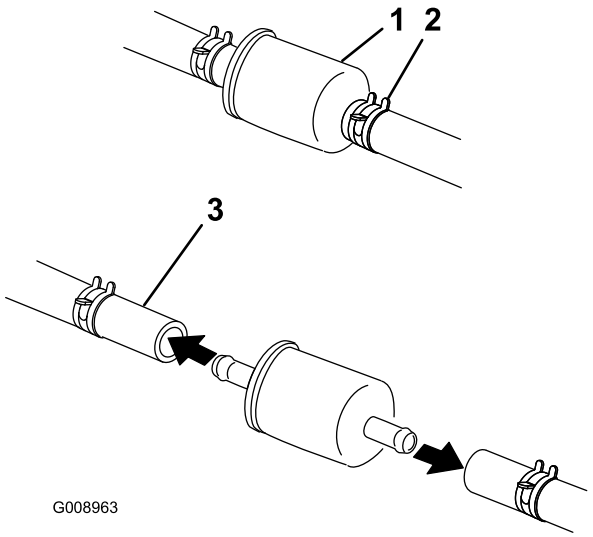

Figure 56
5. Fermez le robinet d'arrivée de carburant situé sous le siège (Figure 56).
6. Pincez les extrémités des colliers et faites glisser ceux-ci pour les éloigner du filtre (Figure 56).
8. Posez un filtre neuf et rapprochez les colliers de fixation du filtre (Figure 56).